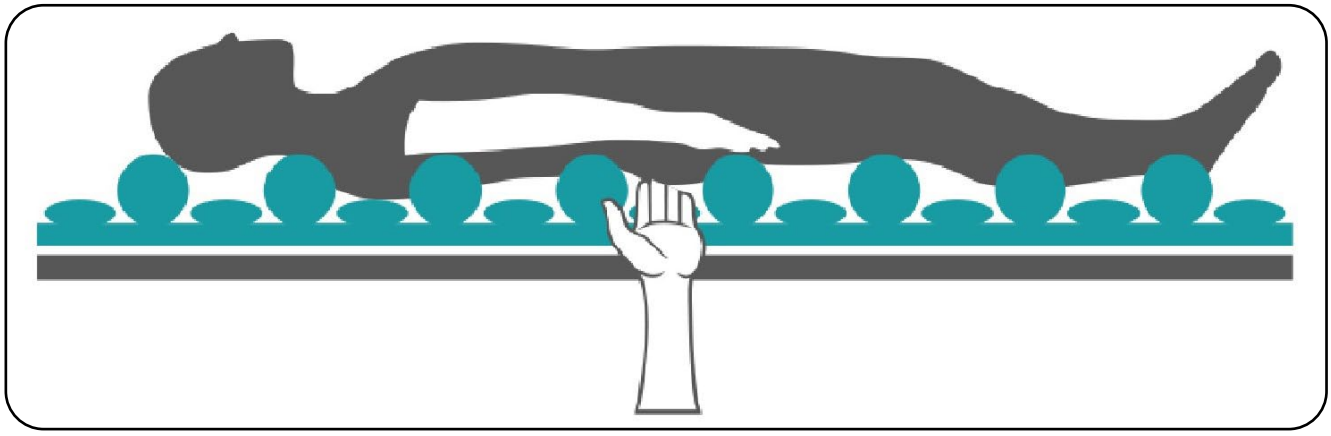

Abb. 8.1.02 - Durchführung des Handtests
Prüfen Sie während der Anwendung des Produktes regelmäßig mit dem Handtest den Auflagedruck zwischen dem Patienten und der Wechseldruckmatratze (Abb. 8.1.02).
11. Kontrollieren Sie jetzt den eingestellten Druck mit dem Handtest. Schieben Sie dazu die flache Hand zwischen das Gesäß des Patienten und die entlüftete Zelle der Wechseldruckmatratze. Zur optimalen Lagerung muss zwischen Gesäß und der entlüfteten Zelle ein Abstand von ca. 3-4 cm sein (Abb. 8.1.02).